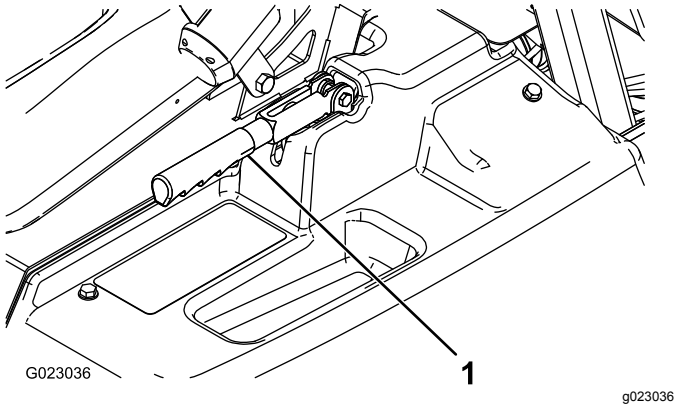

Figur 53
2. Løsne setteskruen som festen knotten til parkeringsbremsespaken (Figur 53).